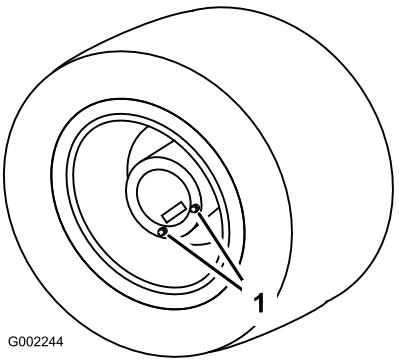

Figur 48
1. Parker sprøjten på en plan flade med baghjulene placeret til aftapning som vist i figur Figur 48.
3. Anbring en bakke under aftapningspropperne, og fjern dem fra hjulet (Figur 48).